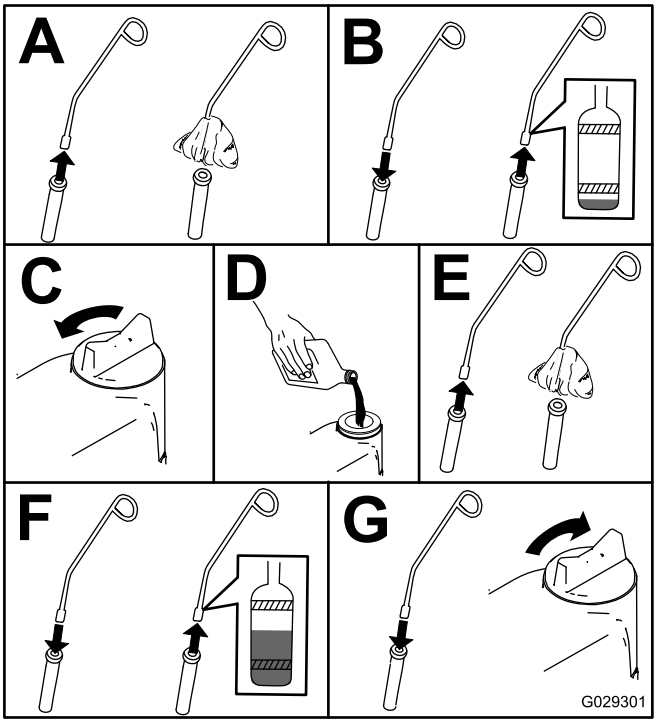

Figur 50
3. Kontrollera oljenivån i motorn enligt Figur 50.